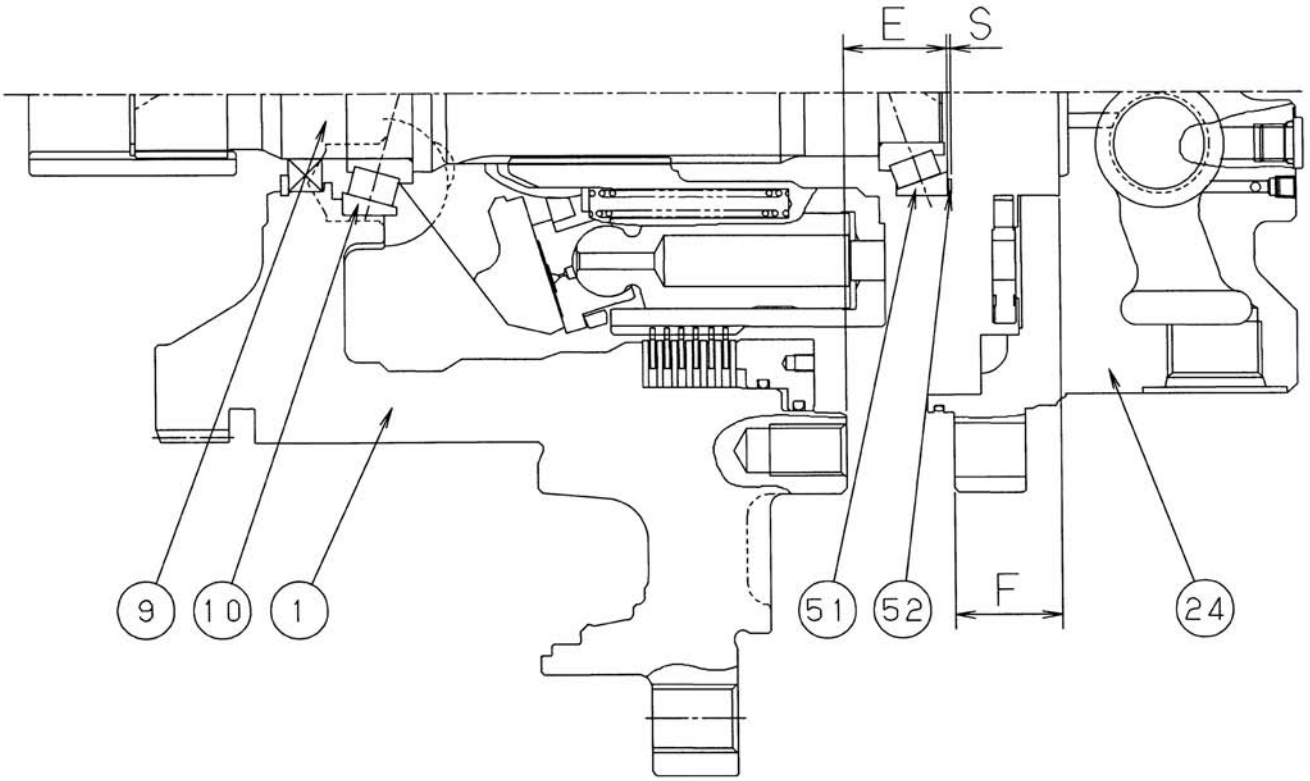

Figure 9. Deciding shim thickness
1) Measure the assembling width "E" (See Fig.9)